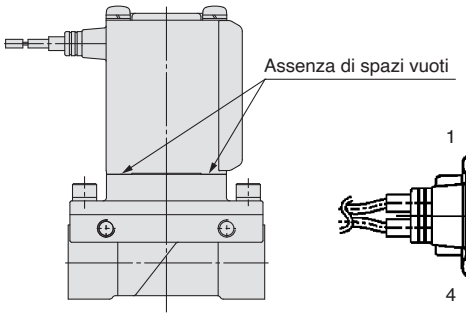
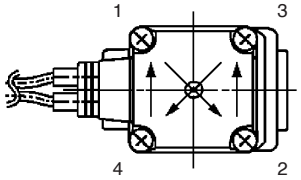

Fig.1
Fig. 2
3) Spingere l'assieme bobina contro il corpo e serrare le viti a due o più giri in diagonale (Fig. 2) in modo che non vi siano spazi vuoti tra l'assieme bobina e il corpo (Fig. 1).
∗ Dopo aver serrato le viti, accertarsi che non vi siano spazi vuoti tra la bobina e il corpo (Fig. 1).